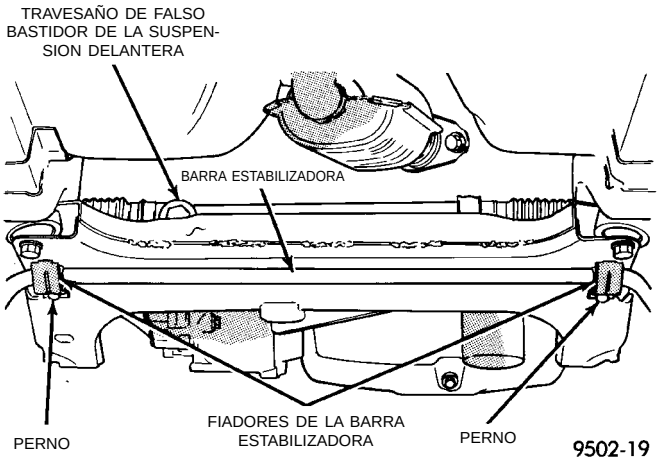

Fig. 34 Fiadores de la barra estabilizadora al travesaño de falso bastidor
(4) Afloje pero no retire los pernos que fijan los fiadores de la barra estabilizadora al travesaño de falso bastidor de la suspensión delantera (Fig. 34). Después gire la barra estabilizadora y las articulaciones de fijación alejándolas de los brazos de suspensión inferior.
de falso bastidor (Fig. 34) con una torsión de 28 N·m (21 lbs. pie).